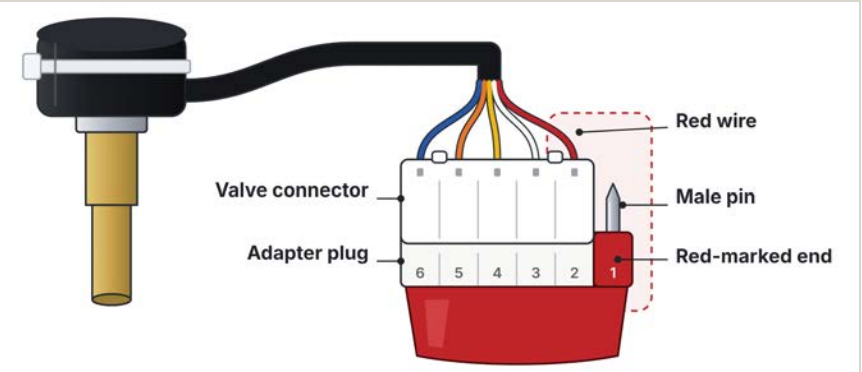

Figure 2. 5-pin motor connector. Pin 1 of the adapter (red-marked end) overhangs the connector, and its male pin is left exposed and unused.
2. **5-pin motor connector:** plug in the adapter so pin 1 of the 6-pin end (the red-marked pin) hangs over the edge of the motor's connector, unused (see Figure 2).